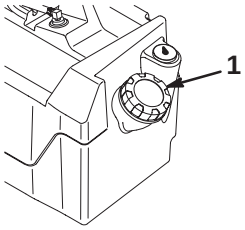

Figur 11
2. Gör rent omkring tanklocket (figur 11).